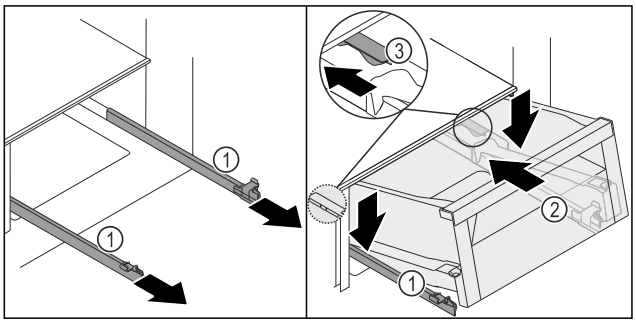
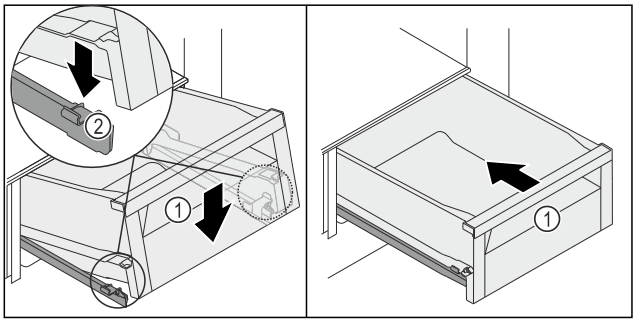

Fig. 211
Fig. 212
▶ Țineți ferm șinele *Fig. 211 (1)* și așezați sertarul *Fig. 211 (2)* de sus din spatele opritorului *Fig. 211 (3)* pe șine *Fig. 211 (1)*.
▶ Împingeți sertarul *Fig. 211 (2)* pe șine *Fig. 211 (1)* până la opritor spre partea posterioară.
▶ Coborâți sertarul *Fig. 211 (2)* în față, astfel încât sertarul să alunece în stânga și dreapta în clemă *Fig. 212 (2)*.
▷ Sertarul *Fig. 212 (1)* se fixează în poziție cu zgomot perceptibil.
▶ Împingeți în interior sertarul *Fig. 212 (1)*.